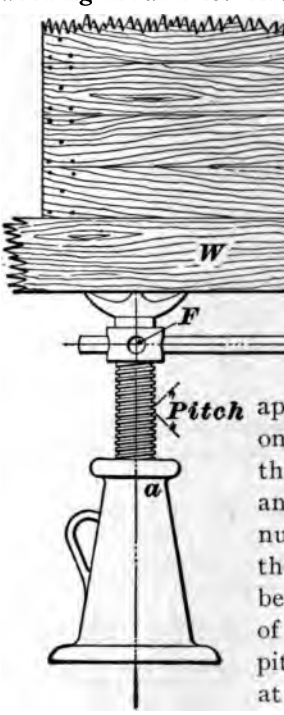

FIG. 41.
88. A **screw** is a cylinder having a helical projection winding around its circumference. This helix is called the **thread** of the screw. The distance that a point on the helix is drawn back or advanced in the direction of the length of the screw during one turn is called the **pitch** of the screw. The screw in Fig. 41 is turned in a nut *a* by means of a force applied at the end of the handle *P*. For one complete revolution of the handle, the screw will be advanced lengthwise an amount equal to the pitch. If the nut is fixed and a weight placed upon the end of the screw, as shown, it will be raised vertically, by one revolution of the screw, a distance equal to the pitch. During this revolution, the force at *P* will move through a distance equal to the circumference of a circle whose radius is *PF*. Therefore, $W \times$ *pitch of thread* $= P \times$ *circumference of circle through which P moves.*